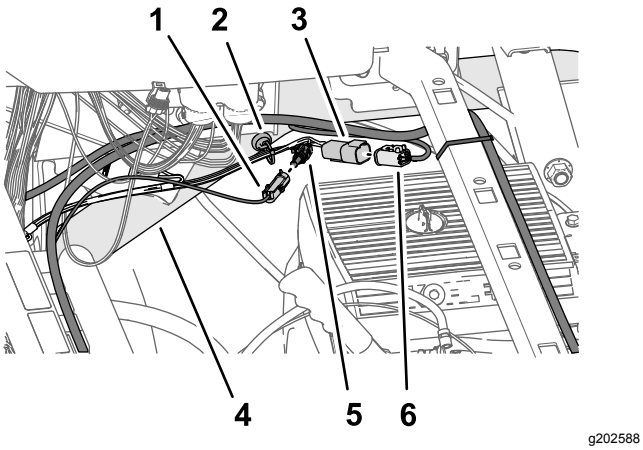

Figur 202
3. Koble kontakten med én pinne på batteriets ledningssats merket *** VIKTIG*** DENNE LEDNINGEN SKAL KUN KOBLES TIL EN SVITSJET 12 V STRØMKILDE til kontakten med én sokkel på den 66 cm lange forgreningen av settets ledningssats (Figur 202) merket (SVITSJET STRØM FOR 2. GEN. TOPCON).
4. Koble kontakten med fire pinner på den 66 cm lange forgreningen av settets ledningssats merket ASC 10-STRØM OG CAN FRA X30 til kontakten med fire sokler på forgreningen av dataledningssatsen merket CAN 2/ASC 10-BUSS (Figur 202).